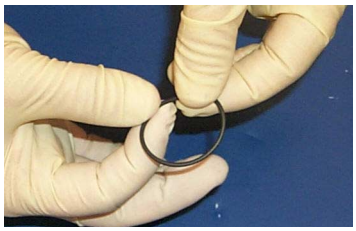

Figure 5-43 O-ring Inspection
6. Carefully inspect all O-rings (Figure 5-43).